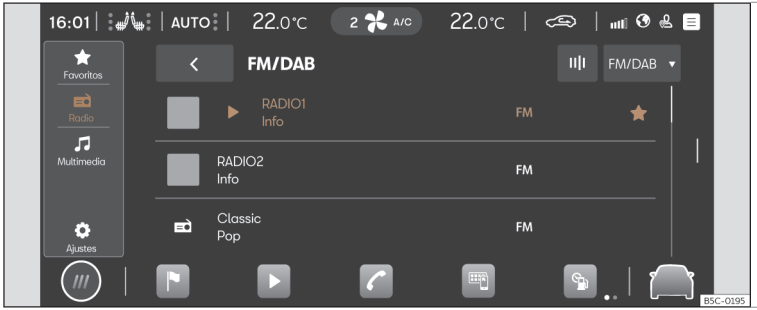

Fig. 134 Representación esquemática: Vista Radio
- Pulse ▶ > ⊞ >>> **fig. 134**.